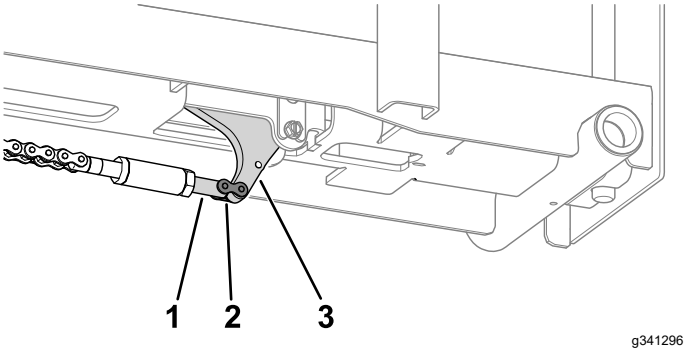

Figur 14
8. Använd en kedjelänk för att montera kedjelänksspännmuttern på hjulstoppet (Figur 14).